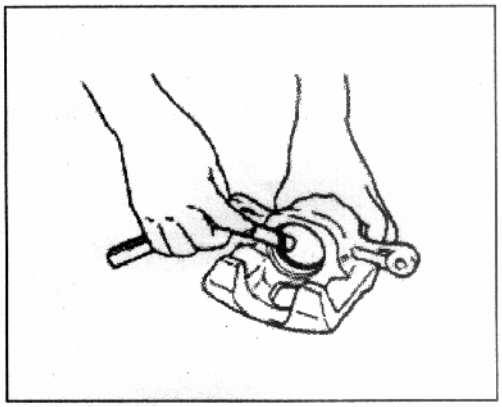

Рис. 646
2) Снимите уплотнитель поршня при помощи плоского предмета, используя его как направляющую (Рис.646).